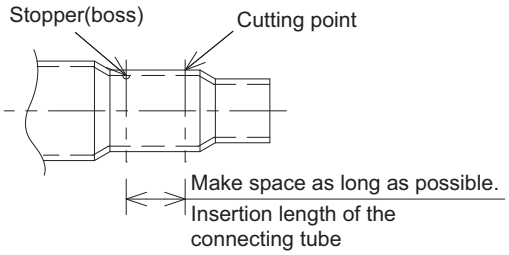

Fig. 2-332
- Cut off as far away from stopper as possible. (Fig. 2-332)